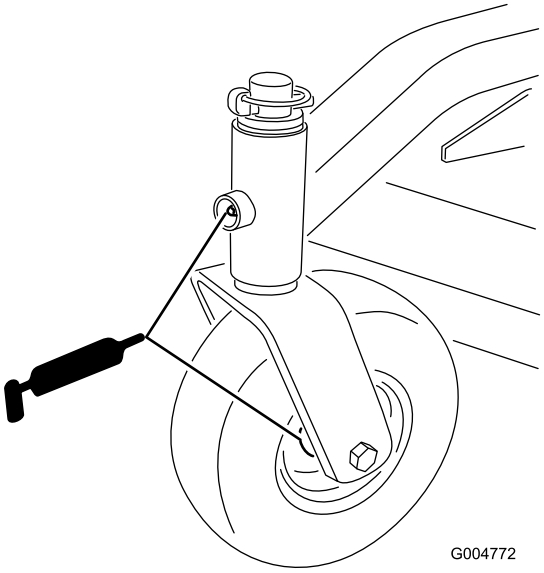

Figur 13
- svänghjulens spindelbussningar (Figur 13)
- svänghjulens lager (Figur 13)